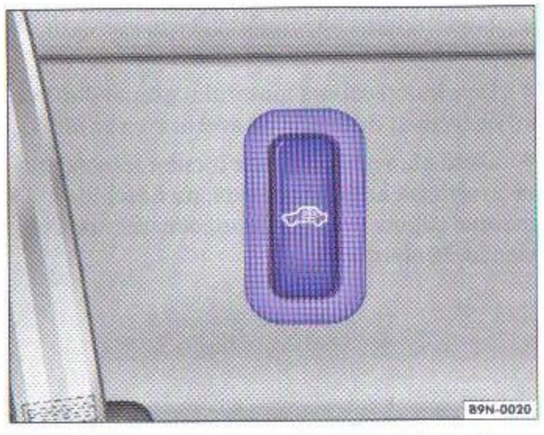

Fig. 13 Tasta pentru dezactivarea instalaţiei de supraveghere interioară
– Deschideţi uşa conducătorului şi apăsaţi tasta ⇒ fig. 13. În tastă se aprinde o lampă de control care va rămâne aprinsă până la încuierea autovehiculului.